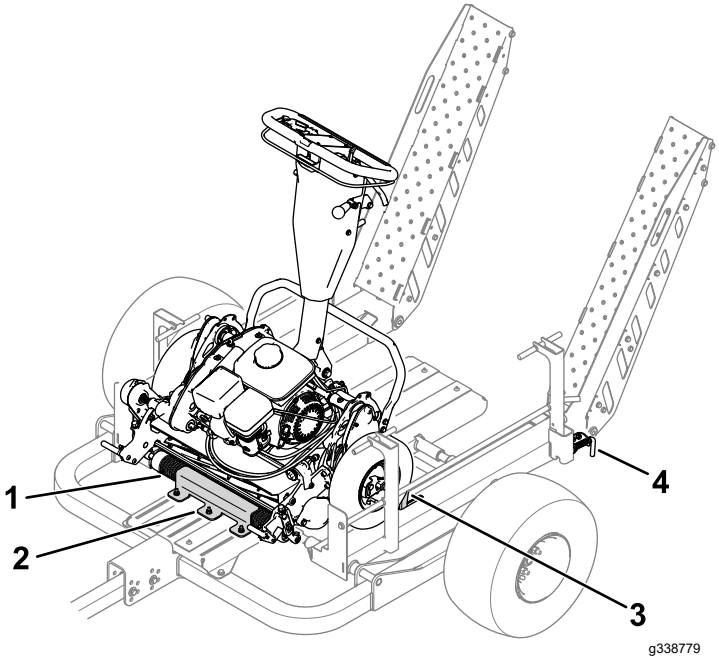

Rysunek 30
1. Użyj najazdów płaskich lub zwykłych, aby powoli wjechać kosiarką na przyczepę, dopóki wałek przedni nie znajdzie się we wsporniku rolki (Rysunek 30).
4. Unieś najazdy i wsuń zasuwki sprężynowe (Rysunek 30).